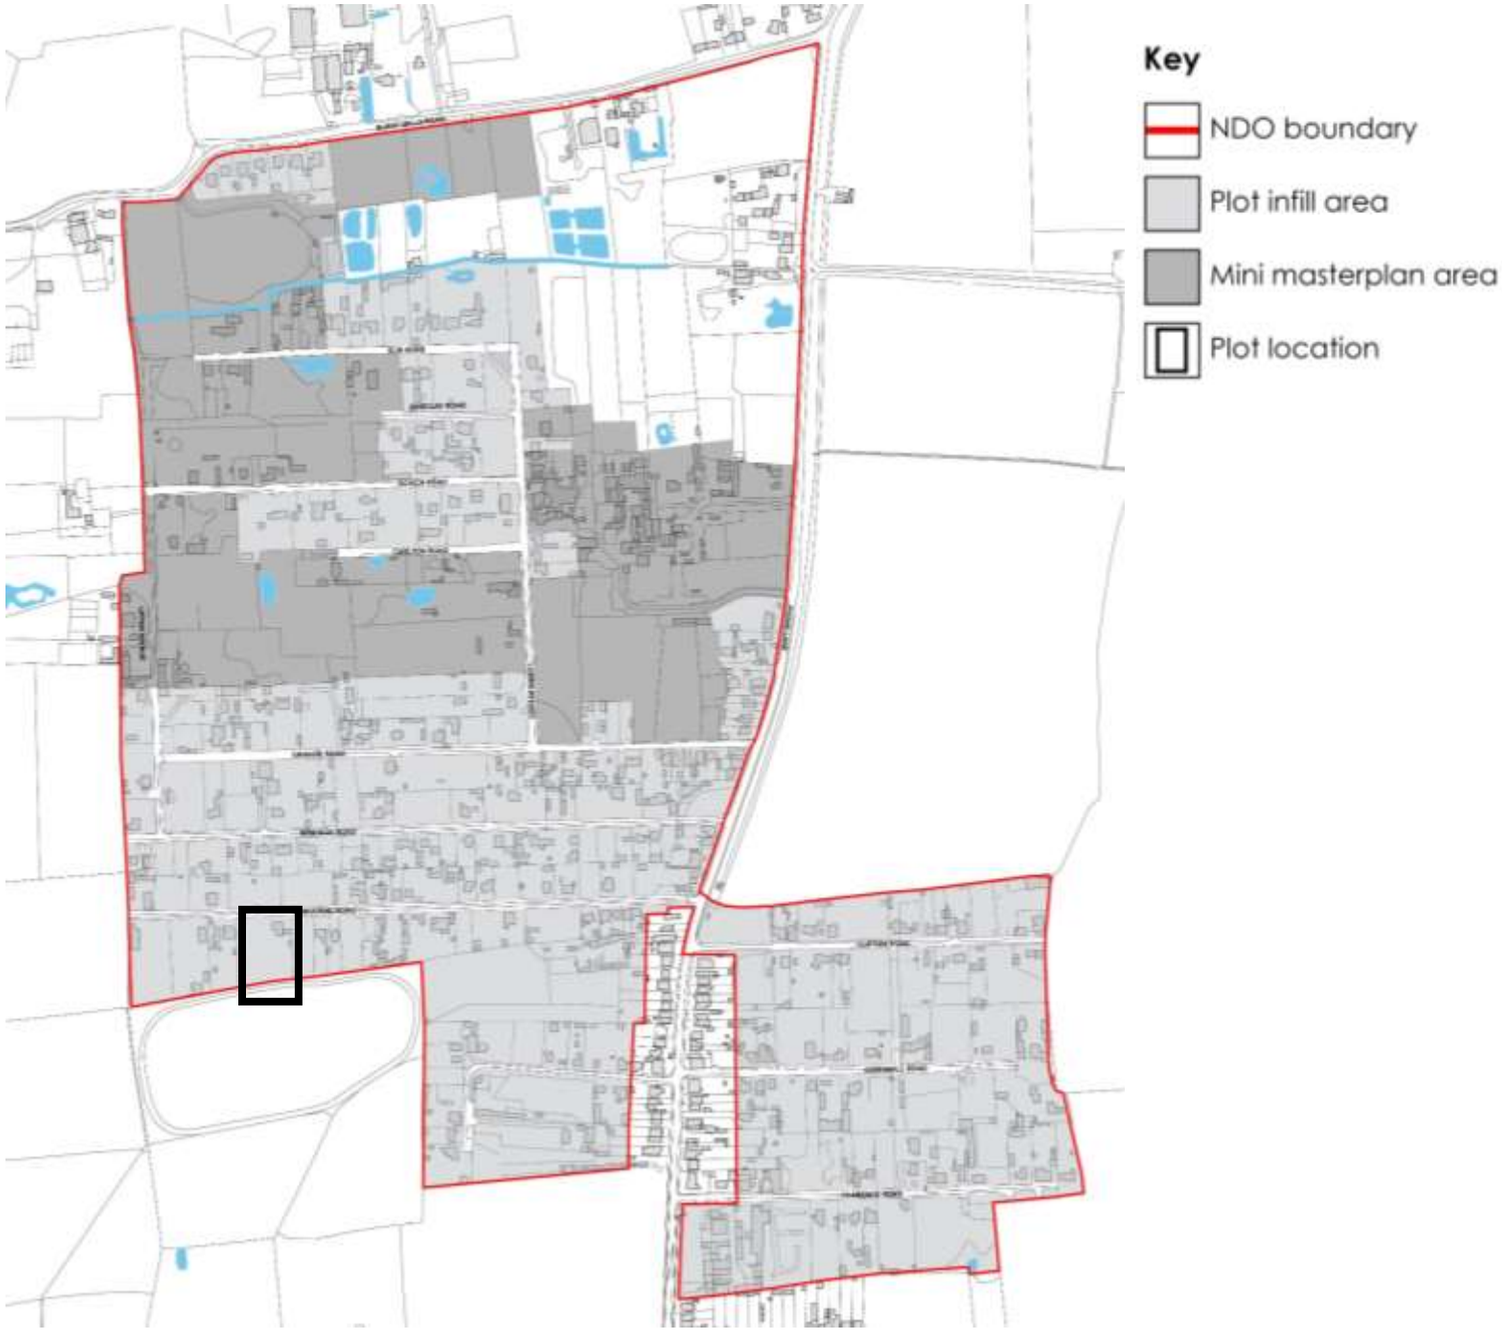

Fig 2. plot infill development area plan
- Under the Neighbourhood Development Order, development of a single dwelling as Plot Infill will only be acceptable in the area shown (Fig 2.) on the **plot infill development area plan.**